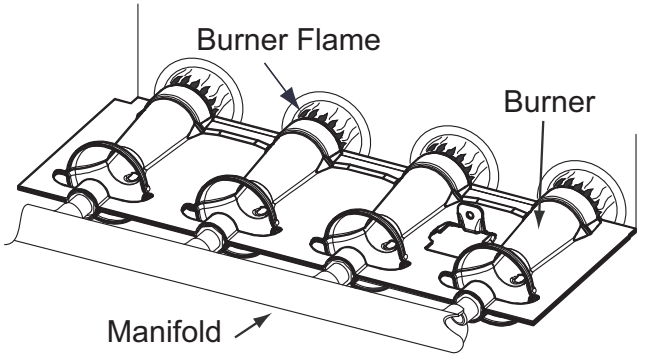

Fig. 62 - Burner Flame
c. When correct input is obtained, replace caps that conceal gas valve regulator adjustment screws. Main burner flame should be clear blue, almost transparent See Fig. 62.